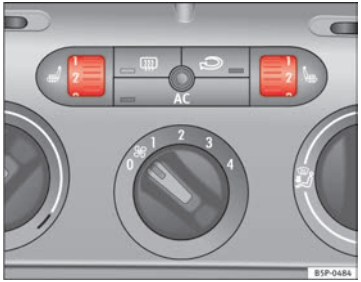

Fig. 93 Thumb wheel for the front seat heating
– Turn the appropriate thumb wheel ⇒ Fig. 93 to switch on the seat heating. The seat heating is switched off in the **0** position.